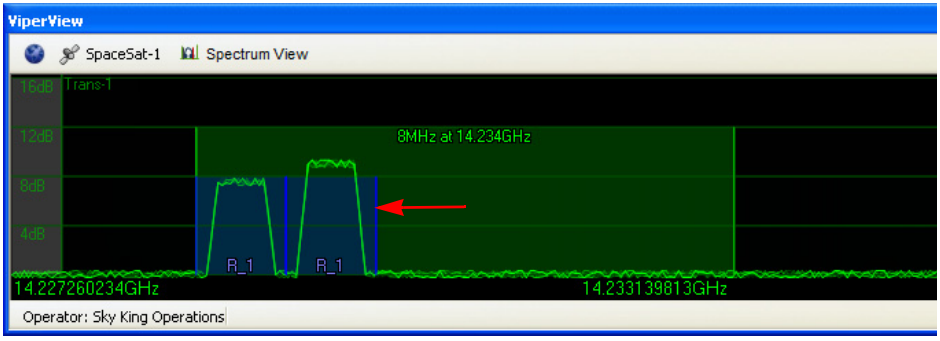

Figure 3-95 Switched Carrier, Spectrum View
4. Observe the change in the Spectrum View (figure 3-95); a blue shaded area will appear representing the slot assigned by the VMS for the switch. Upon receipt of the next PLDM (Path Loss Data Message), the carrier(s) will appear showing the current E_bN_0 and bandwidth.